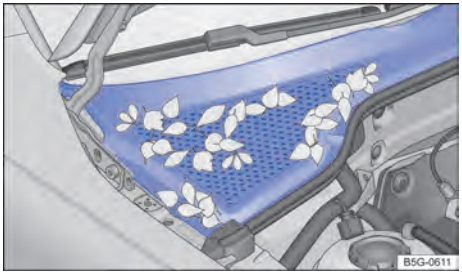

Fig. 204 Entre el compartimiento del motor y el parabrisas: caja de agua (representación esquemática).
– La caja de aguas está ubicada en el compartimento del motor, entre el parabrisas y el motor, y bajo una cubierta perforada → fig. 204. El aire ambiente es aspirado de la caja de aguas al interior del vehículo por medio del sistema de calefacción y ventilación o del aire acondicionado.